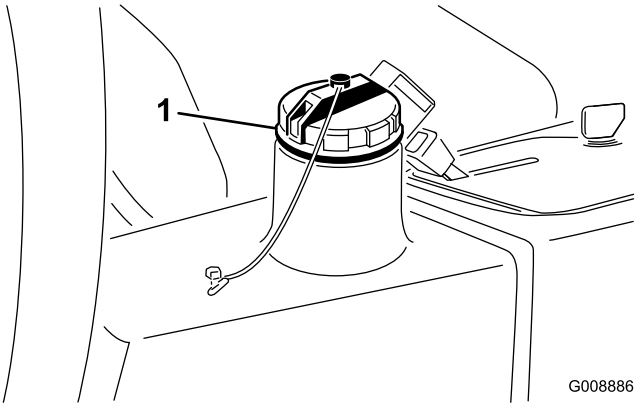

Figur 58
3. Fyld beholderen (Figur 58) med ca. 13,2 liter hydraulikvæske. Se afsnittet Kontrol af hydrauliksystemet.